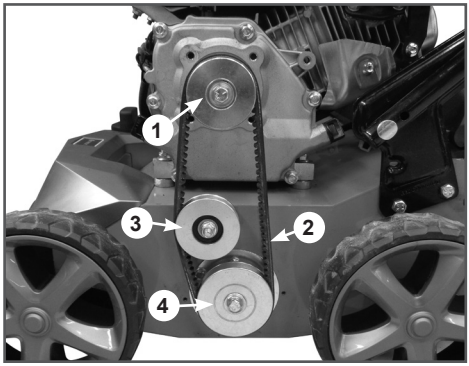

Рис. 31 Обслуживание ремня привода
2. Проверьте состояние ремня 2 (Рис. 31). Если ремень протерт, надорван или заметны иные повреждения, он должен быть незамедлительно заменён.
2. Ослабьте затяжку гайки крепления ролика 3 натяжения ремня и сдвиньте ролик вправо до упора (Рис. 31).
3. Снимите ремень 2 привода со шкивов 1 (вала двигателя) и 4 (вала привода) (Рис. 31).
4. Установите на шкивы 1 и 4 новый ремень (Рис. 31).
6. Проверьте натяжение ремня. Правильно натянутый ремень 2 при сильном нажатии пальцем на ремень посередине между ведущим 1 и ведомым 4 шкивами (длинная часть ремня) (Рис. 31) должен прогибаться примерно на 10-15 мм. При необходимости, произведите корректировку натяжения ремня. Окончательно затяните гайку крепления ролика натяжения ремня.